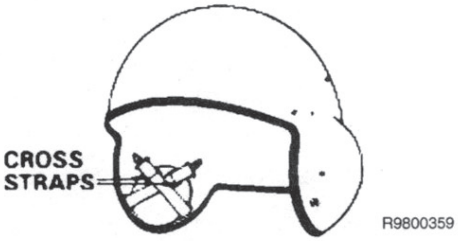

Figure 9. Tightening Cross Straps
1. If the earseals are not sufficiently compressed, doff the helmet and tighten the helmet cross straps. Two cross straps are located behind each earcup; each cross strap has a loop. To tighten each cross strap, insert a finger into the loop and move the loop toward the bottom of the shell. (See Figure 9.) Don the helmet, tighten the chinstrap, and re-check the earseal compression.